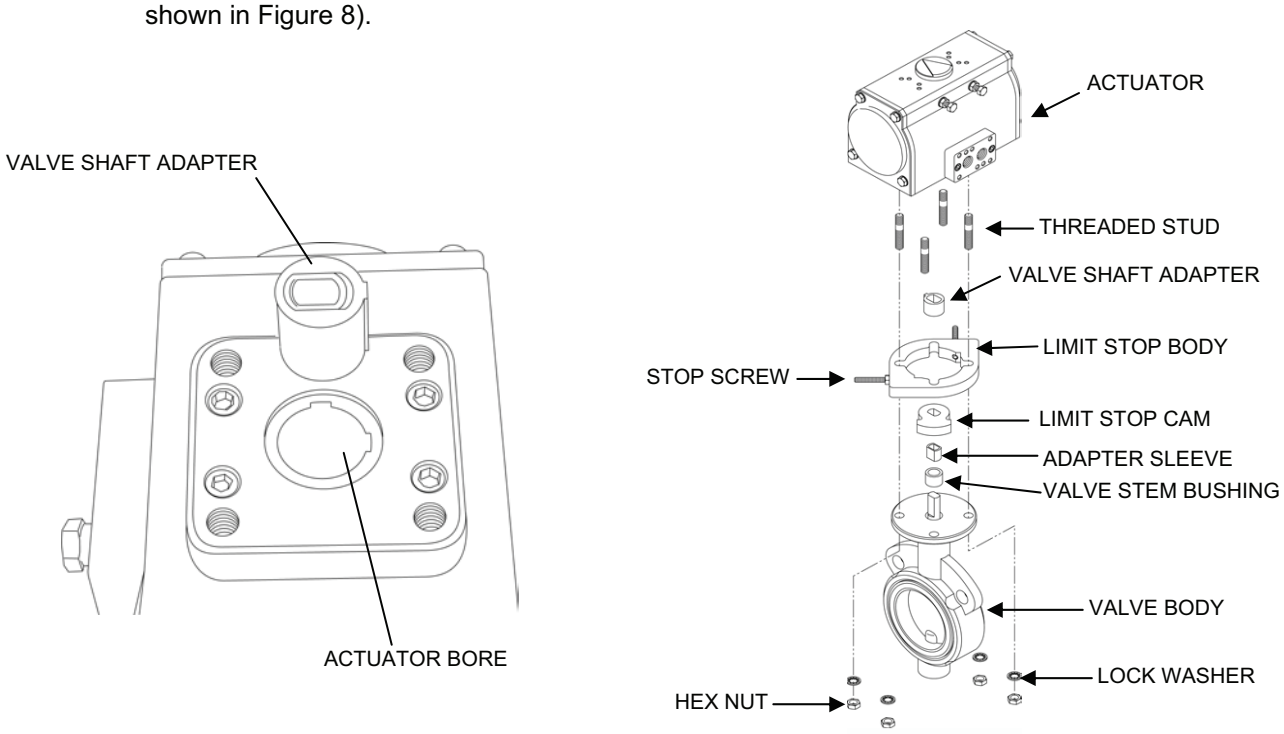

Figure 8. Valve Shaft Adapter and Adapter Sleeve Installation.
b. Make sure the valve shaft adapter is inserted into the actuator bore so that when the valve is assembled onto the actuator, the valve body will be aligned with the actuator as shown in Figure 8).